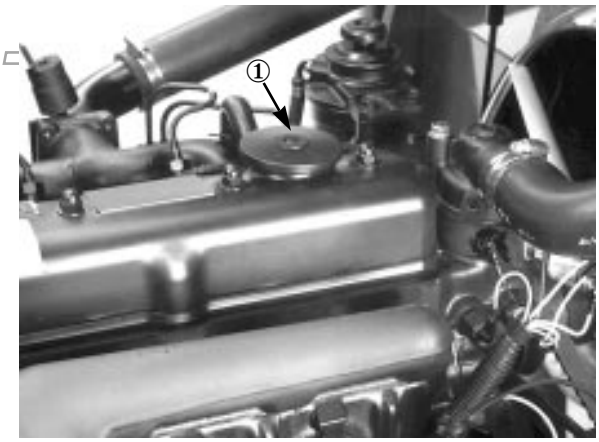

Figure 3
4. Si le niveau n'atteint pas le repère, enlever le bouchon de remplissage (Fig. 3) et faire l'appoint avec de l'huile SAE 10W-30 jusqu'à ce que le niveau atteigne le repère. NE PAS TROP REMPLIR. La capacité du carter moteur est de 6,5 l avec le filtre.